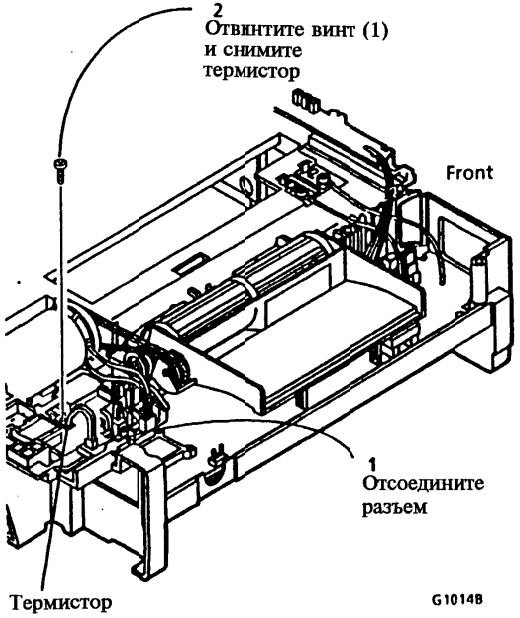

Рисунок 1. Снятие термистора (RT1)
2. (Рисунок 1): Снимите термистор